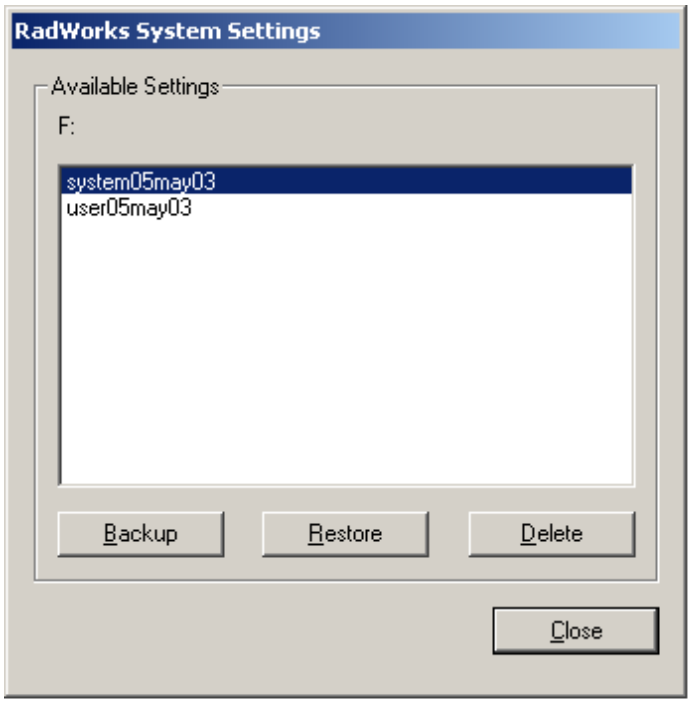

Figure 10-12 Restore RadWorks System Settings.
2.) Select the system settings from the Available Settings list (see Figure 10-12).